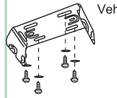

Fig. 1
1. Use the supplied self-tapping screws (4X) and flat washers (4X) to install the mounting bracket in the vehicle as shown in Fig. 1 and Fig. 2.